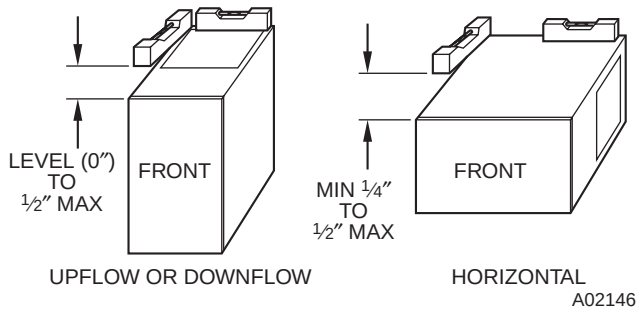

**Fig. 13—Proper Condensate Drainage**
**NOTE:** For upflow/downflow applications install furnace so that it is level or pitched forward within 1/2-in. for proper furnace operation. For horizontal applications pitch 1/4-in. minimum to 1/2-in. maximum forward to ensure proper condensate drainage from secondary heat exchangers. (See Fig. 13.)